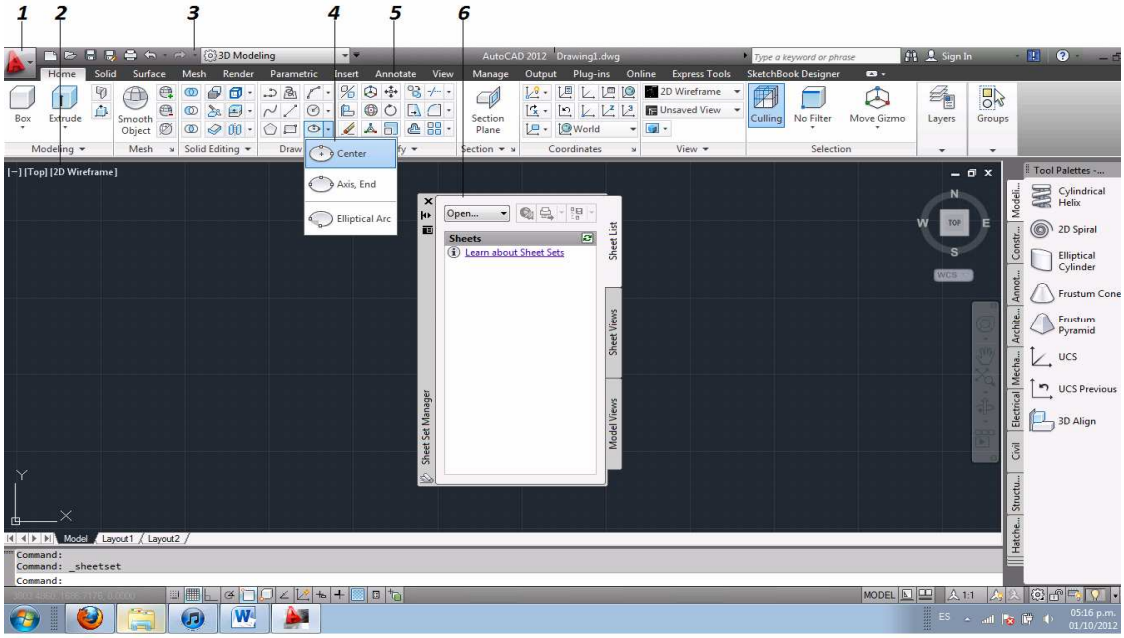

Figura 2.1. Secciones de la interfaz de AutoCad 2012.
1. **Menú de búsqueda [*Browse Menu*]** *(figura 2.1)***:** se muestran los comandos Nuevo [*New*], Abrir [*Open*], Guardar [Save], Exportar [*Export*], Publicar [*Publish*], Imprimir [*Print*], Ayudas del Dibujo [*Drawing Utilities*] Y Cerrar [*Close*].
2. **Etiquetas [*Label*]** *(figura 2.1)***:** cuenta con tres etiquetas las cuales son: 1ª Configuración de las Ventanas de Visualización, 2ª Vistas que Indican la Proyección de la Ventana Vigente y la 3ª Representación que Ofrece la Vista Actual. Las tres etiquetas muestran sus diferentes opciones al dar clic en cada una de ellas.
3. **Barra de Acceso Rápido [*Quick Access Toolbar*]** *(figura 2.1)***:** muestra los *Iconos* de Nuevo, Abrir, Guardar, Imprimir, Deshacer, Rehacer, Espacio de Trabajo y permite personalizar las Barras de Herramientas y de Menús.
4. **Submenú** *(figura 2.1)***:** muestra mas comandos de la opción seleccionada, esta opción se encuentra en los iconos que cuentan con una pequeña flecha de lado derecho, en la cual al dar clic sobre esta, se desplegar el submenú.
5. **Cinta [*Ribbon*]** *(figura 2.1)***:** muestra las barras de herramientas agrupadas por categorías.
6. **Administrador del Conjunto de Planos *[Sheet Set Manager]*** *(figura 2.1)***:** contiene los planos con representaciones [*Layers*] agregados anteriormente.